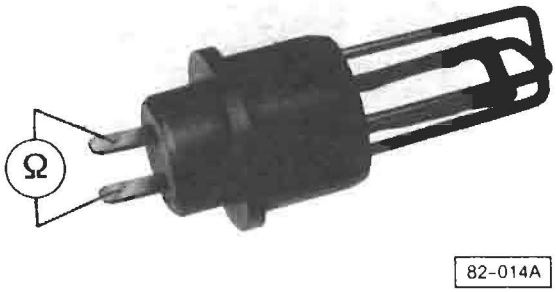

Fig. 14 Temperature sensor, checking
• if temperature regulation is still not correct, check temperature sensor Fig. 14